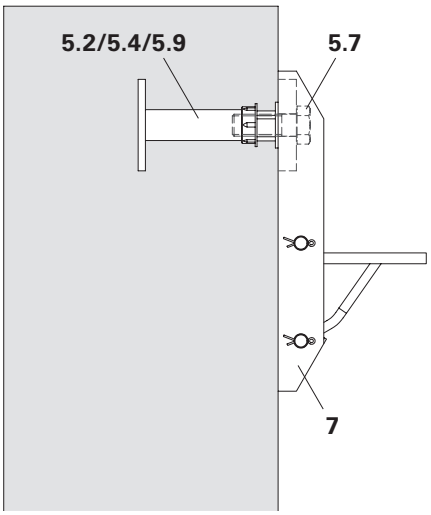

Abb. A2.25a
2. Klappkonsole 25 (**7**) mit Schr ISO 4014 M24 x 70-10.9 (**5.7**) am Anker (**5.2/5.4/5.9**) festschrauben (Abb. A2.25a und A2.25b).